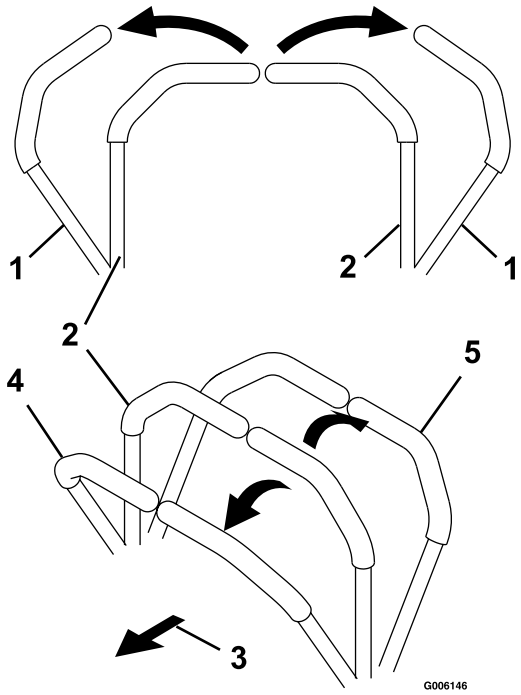

Figuur 14
2. Om vooruit te rijden, duwt u de rijhendels langzaam naar voren (Figuur 14).
Om in een rechte lijn te rijden, moet u gelijkmatige druk uitoefenen op beide rijhendels (Figuur 14).
Om te draaien, trekt u de rijhendel naar achteren in de richting waarin u wilt draaien (Figuur 14).
2. Om achteruit te rijden, trekt u de rijhendels naar achteren (Figuur 14).
Om te draaien, vermindert u de druk op de rijhendels in de richting waarin u wilt draaien (Figuur 14).